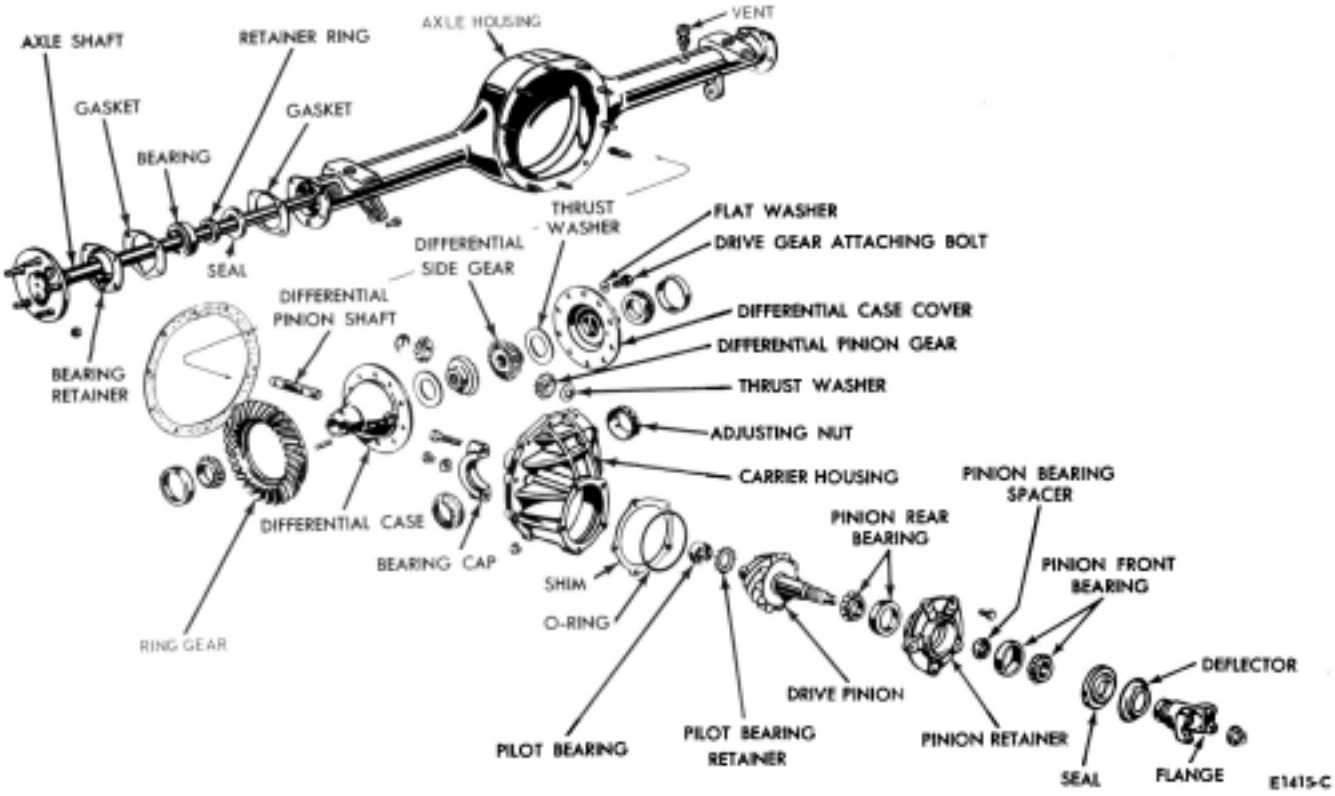

FIG. 11—Rear Axle Disassembled
1. Mark one differential bearing cap and the mating bearing support with punch marks to help position the parts properly during assembly of the carrier. Also, mark one of the bearing adjusting nuts and the carrier with scribe marks for proper location during assembly (Fig. 11).